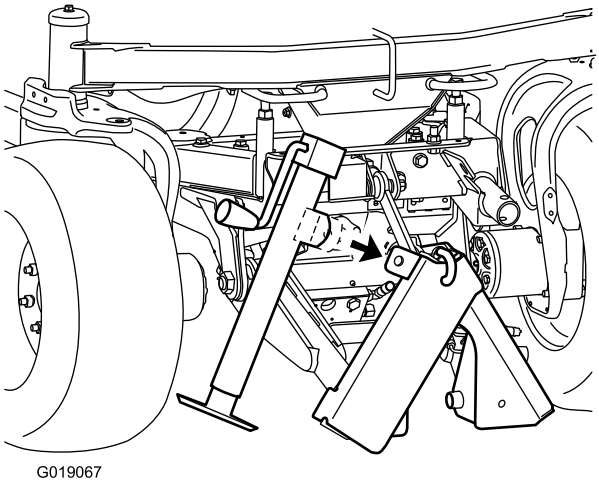
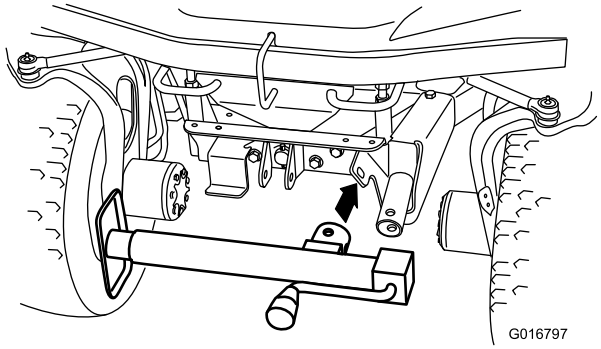

Figur 7
Figur 8
1. Fastgør donkraftens nav til tappen på opbevaringsbeslaget til donkraften (Figur 7) eller på tappen på donkraftbeslaget (Figur 8).